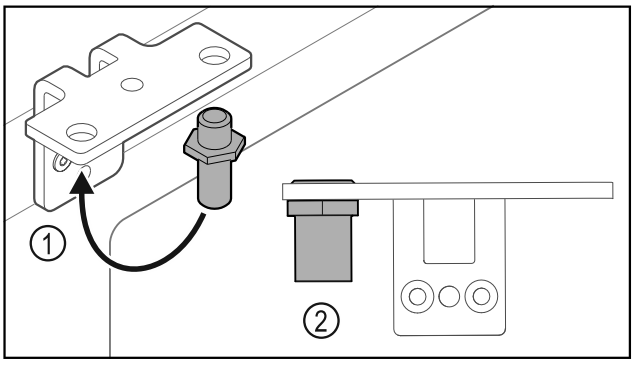

Fig. 29
▶ Mutați bolțul *Fig. 29 (1)* în colțarul balamalei.
▶ Strângeți bolțul *Fig. 29 (2)* cu **cuplul de 12 Nm**.